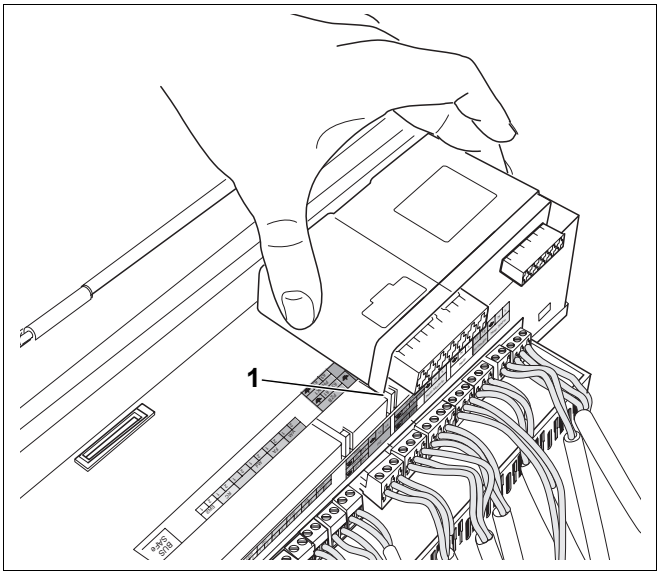

Rys. 9 Montaż modułów funkcyjnych
- Wprowadzić zewnętrzne tylne haki modułu funkcyjnego w zaczepy (rys. 9, **poz. 1**) sterownika.
- Docisnąć przednią część modułu do dołu (rys. 9).